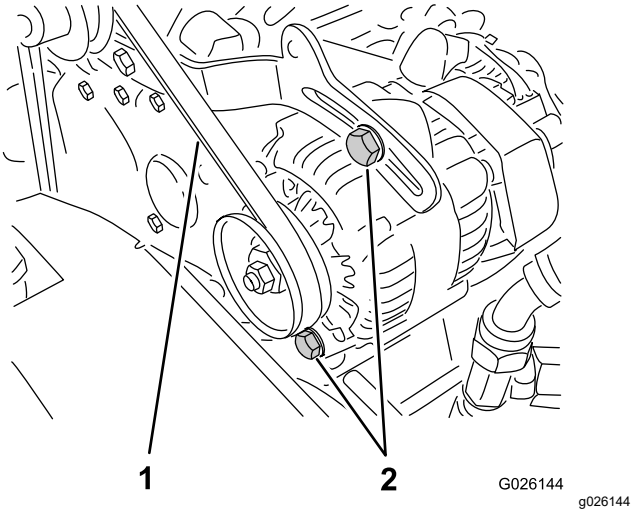

**Figura 62**
2. Compruebe la tensión presionando la correa en el punto intermedio entre las poleas del cigüeñal y del alternador con una fuerza de 10 kg (22 libras) (Figura 62).
A. Afloje los 2 pernos de montaje del alternador (Figura 62).
luego apriete los pernos de montaje (Figura 62).